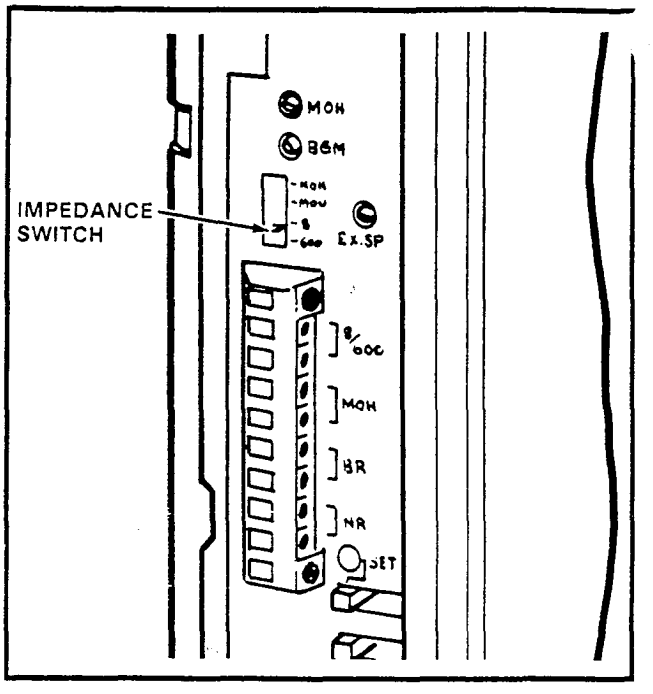

FIGURE 48—IMPEDANCE SWITCH
10.32 The 8-ohm output impedance must be selected with switch **SW2** on the HKSU (Figure 48). The switch must be on the side labeled **8**.